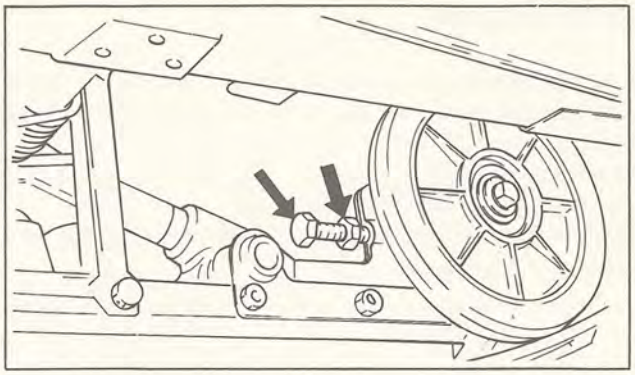

Fig. 3-25
5) Loosen the track adjusting screw so the front axle becomes loose. Remove the four bolts mounting the chain housing, and remove the chain housing. (Fig. 3-25,3-26)